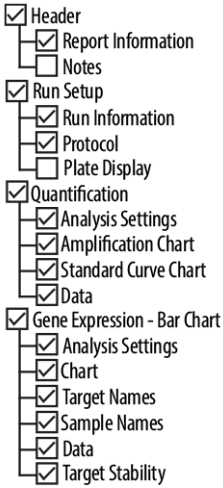

Figura 13: Finestra di dialogo Report (Report)
5. Assicurarsi che almeno i contenuti che seguono siano selezionati per la generazione del report nella parte superiore sinistra della finestra di dialogo Report (Report) (vedere figura 13):